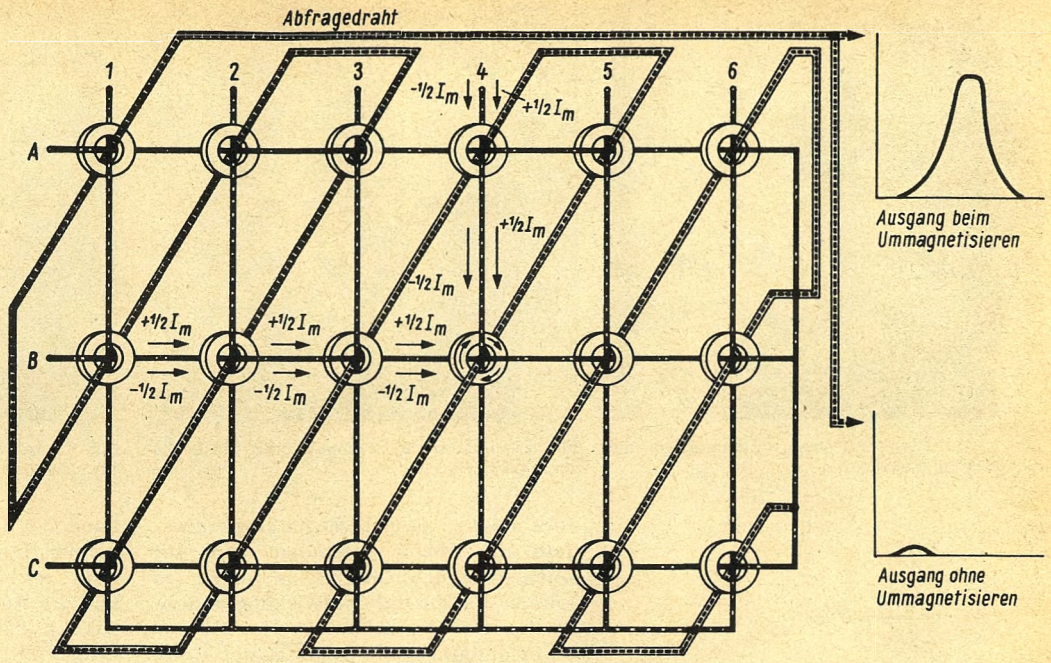

Bild 5. Einspeisung einer Information im Koordinatenpunkt B 4, Herauslesen der Information durch Abfragedraht
Beim Herauslesen der Speicherinformation muß der Magnetzustand *(Feldrichtung)* der Kerne erkundet werden. Hierzu ist es notwendig, einen Abfragedraht gleichzeitig durch alle Kerne zu schieben (Bild 5).
Beim Dateneingeben wurde im Koordinatenpunkt B 4 im Bild 5 gespeichert, hier soll nun die binäre Ziffer abgefragt werden: Der Lesevorgang ist zunächst gleich dem Einspeisen der Ziffern, nur der Abfragestrom ist *immer* negativer Polarität!
Über die Drähte B und 4 schicken wir je $-\frac{1}{2} I$ (Abfragestrom). Im Kreuzungspunkt B 4 ergibt sich minus I_{gesamt}. Gehen wir im ersten Fall davon aus, daß Kern B 4 eine binäre L (1) trägt. Das Feld des Kerns ist rechtsgerichtet. Es wurde von einem positiven Speicherstrom erzeugt. $-I_{gesamt}$ (Abfragestrom) muß daher eine Magnetfeldänderung im Kern erzeugen. Der Abfragedraht wird von dem sich ändernden Kernfeld durchflutet; dieser Vorgang induziert im Abfragedraht eine Spannung von erheblicher Höhe. In Bild 5 ist dies dargestellt.